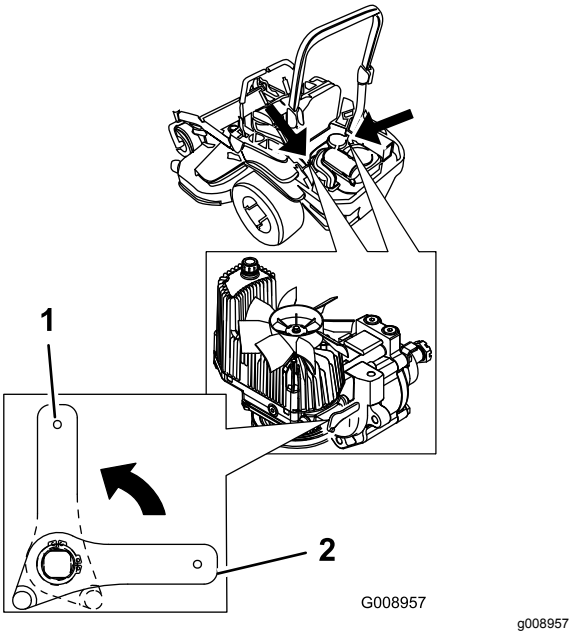

Figur 36
2. Drej udløsningsventilernes greb lodret for at køre maskinen (Figur 36).
4. Drej udløsningsventilernes greb vandret for at køre maskinen (Figur 36).